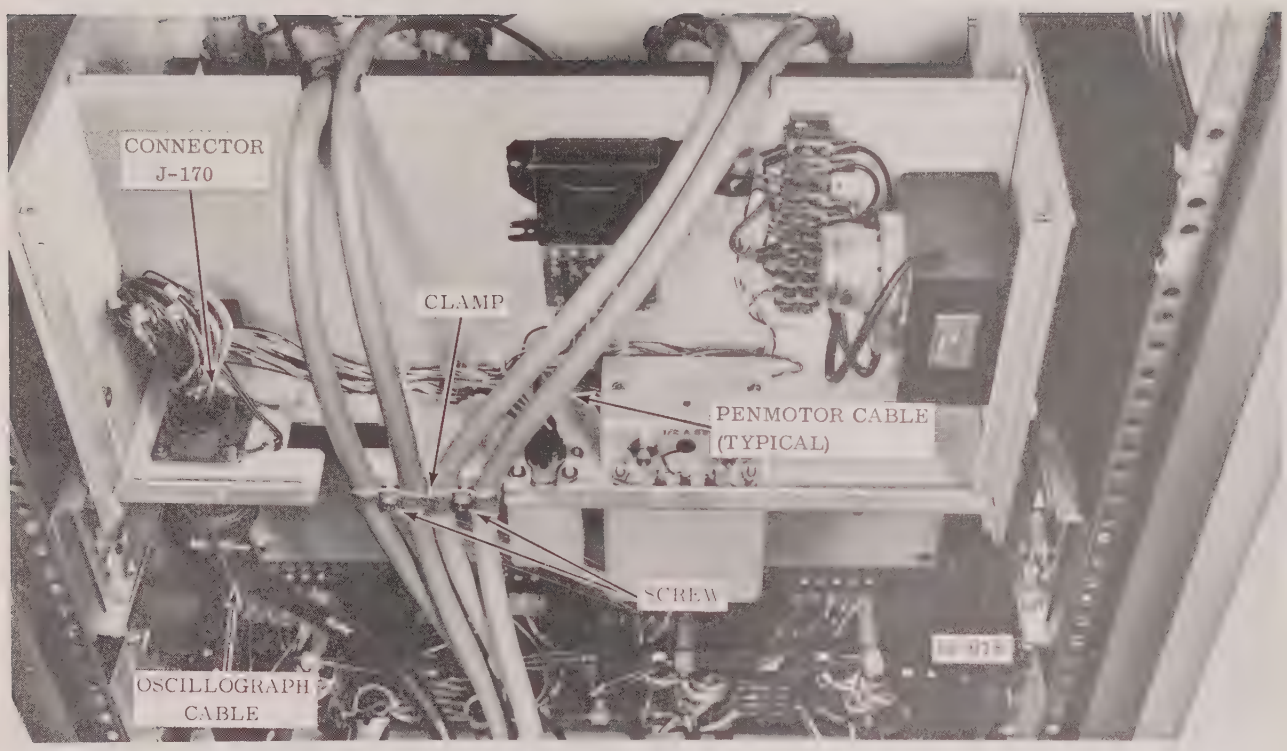

FIGURE 2-3 INSTALLATION OF VERTICAL OSCILLOGRAPH MODEL 2607-70
10. Connect oscillograph cable connector to J-701 on rear of oscillogrpah (Fig. 2-3).